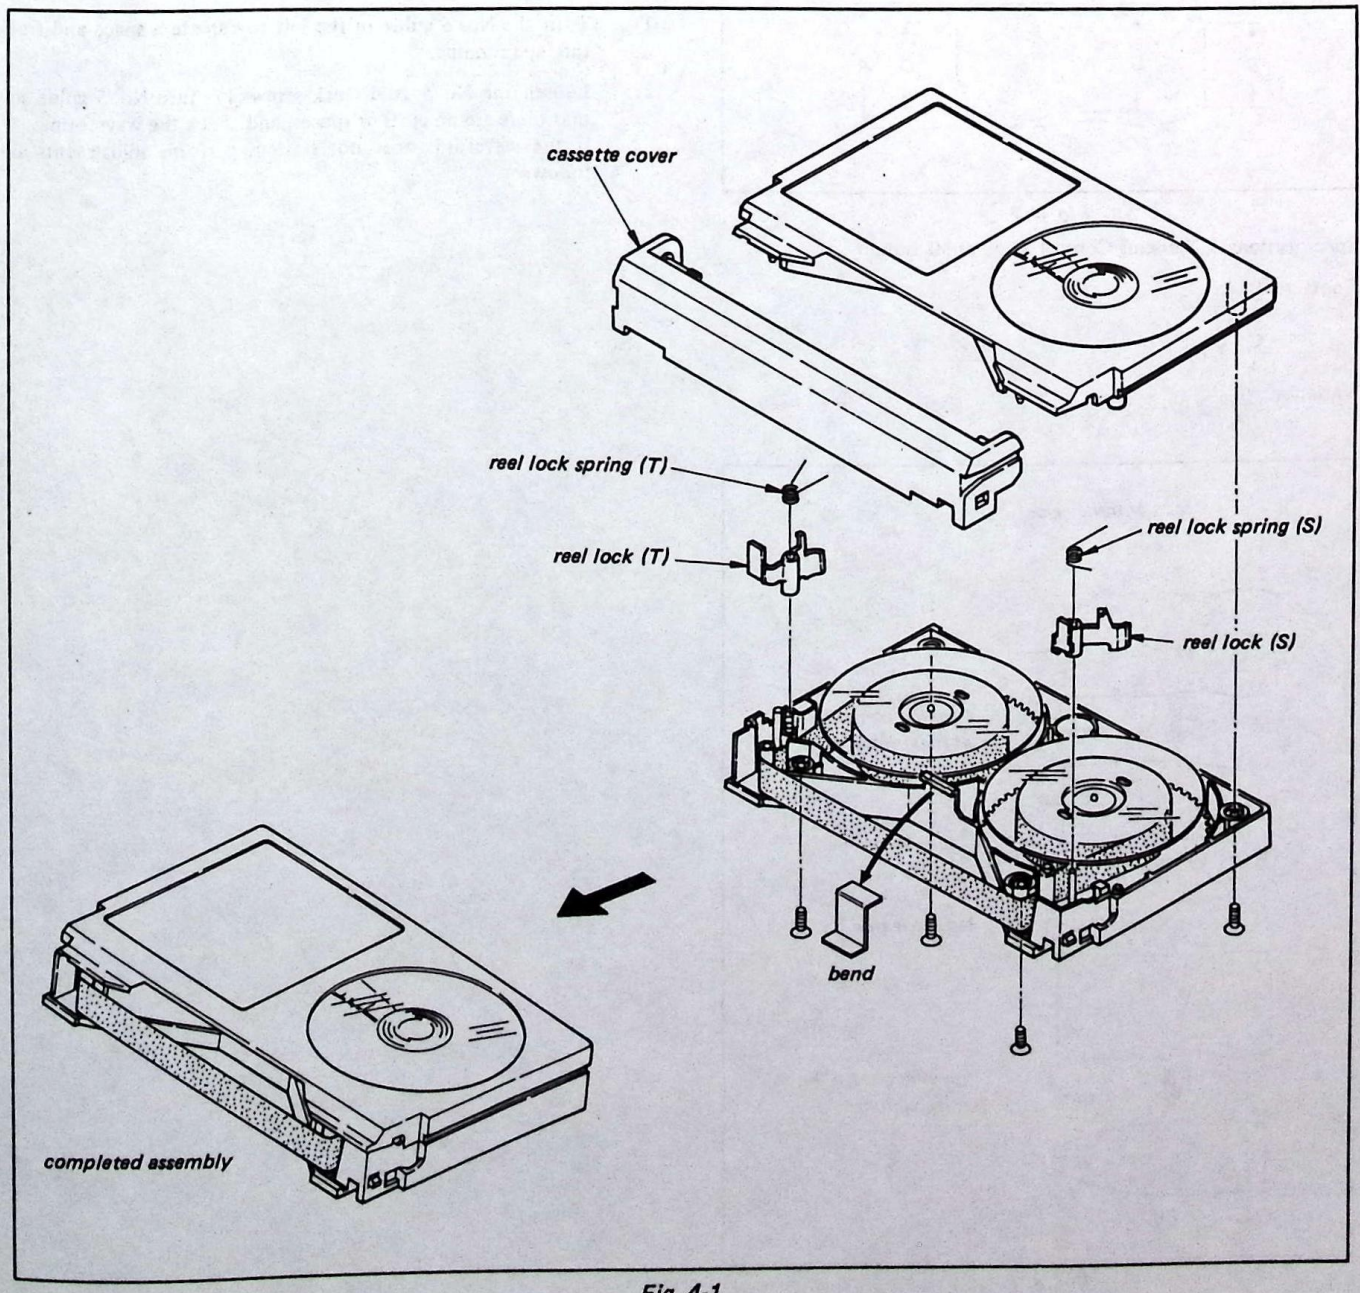

Fig. 4-1.
1) Remove the cassette cover of alignment tape KR5-1M as shown in Fig. 4-1.